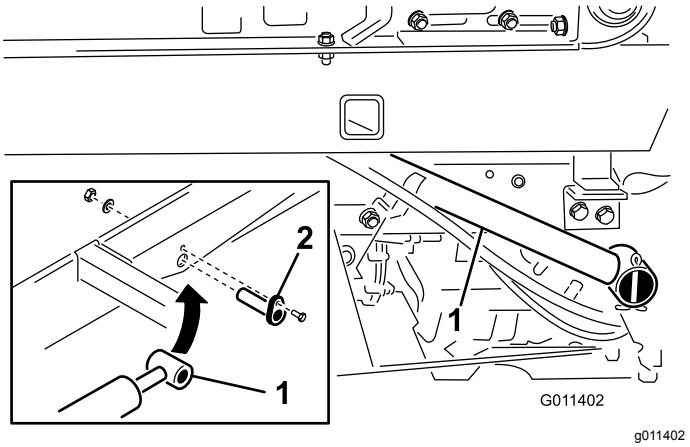

Figur 11
1. Fäst lyftcylinderstavens ändar på topdresserns bas med en cylindersprint (Figur 11).
2. Fäst cylindersprintarna på topdresserns bas med en huvudskruv (¼ x ¾ tum), en planbricka och en mutter (Figur 11).